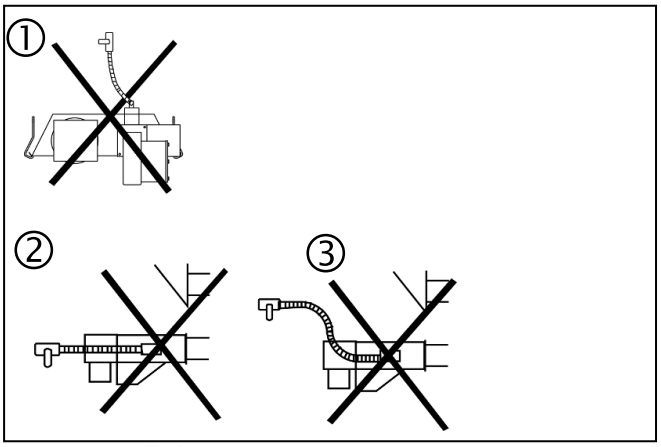

Abb. 36: Unzulässige Montage des Flexschlauches / GAE
- ⇨ Es ist **nicht zulässig**, den Flexschlauch wie in Abb. 36 (Bilder ① bis ③) zu montieren.